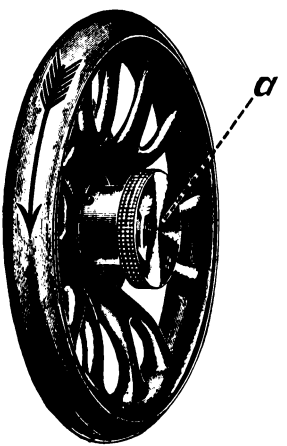

Abb. 3
1. Handrad mit der linken Hand festhalten und mit der rechten Hand die Auslöserscheibe „a" (Abb. 3) soweit als möglich nach links in der Pfeilrichtung drehen.
1. Das Handrad in der Richtung des Pfeiles (Abb. 3) drehen, bis die Nadelstange ihren höchsten Punkt erreicht hat.
2. Das Handrad der Maschine in der Richtung des Pfeiles (Abb. 3) herumgehen lassen, bis die Nadel einmal herunter- und auf ihren höchsten Punkt wieder hinaufgegangen ist.